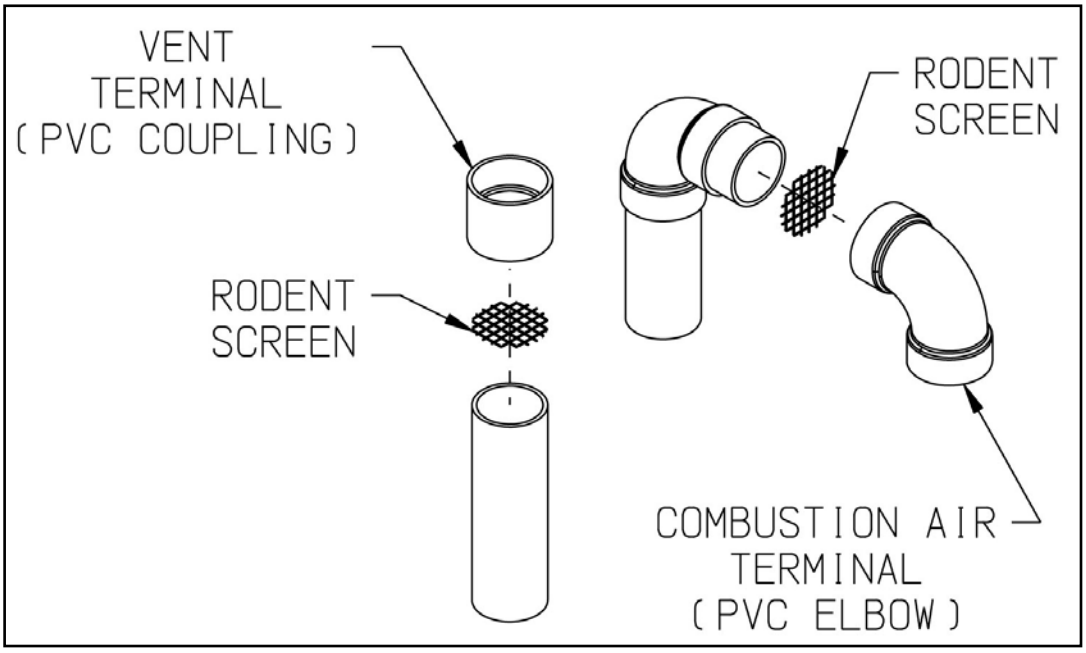

Figure 7.28: Installation of Standard Vertical Terminals
a. See Figure 7.28 for the proper orientation of twin pipe vertical terminals.
c. A 180° bend (or two 90° elbows) are installed on the top of the air intake pipe. If two 90° elbows are used, the rodent screen provided can be installed between them (Figure 7.28). If a 180° bend is used, install the rodent screen in the open side of the bend, using a ring made of PVC pipe. If desired, the termination fittings can be attached to the end of the vent and/or intake pipes with field supplied stainless steel screws so that they can be later removed for cleaning and inspection. If this is done, drill a clearance hole in these fittings and a tap hole in the end of the vent/intake pipes to accept these screws.